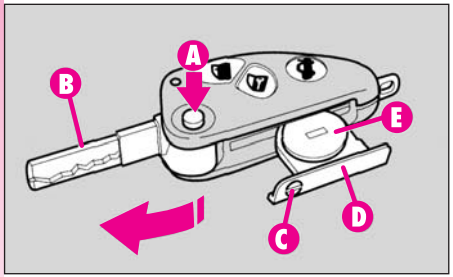

fig. 5
-apăsați butonul (**A-fig. 5**) și scoateți partea metalică (**B**) din compartimentul său;